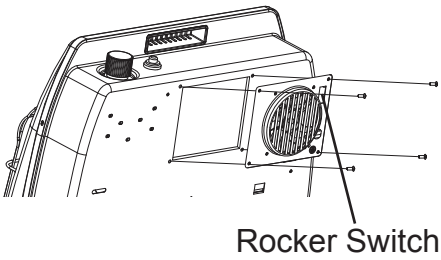

Fig. 11 - Operating Fan
3. This fan is equipped with manual “MAN” and automatic “AUTO” settings (See Fig. 11 on page 13). Set the rocker switch to “MAN” for manual mode, allowing the fan to continuously run until the rocker switch is returned to the OFF “O” position. Set the rocker switch to “AUTO” for the automatic mode, which will turn the fan on and off based on ambient room temperature. It may take 5 to 10 minutes for the fan to come on when the unit is cold.